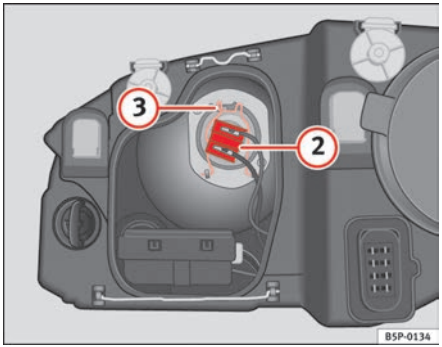

Fig. 185 Dipped head-lights
– Remove the connector ⇒ page 256, fig. 185 (2) from the bulb.
– Disengage the retainer spring ⇒ page 256, fig. 185 (3) pressing inwards and to the right.